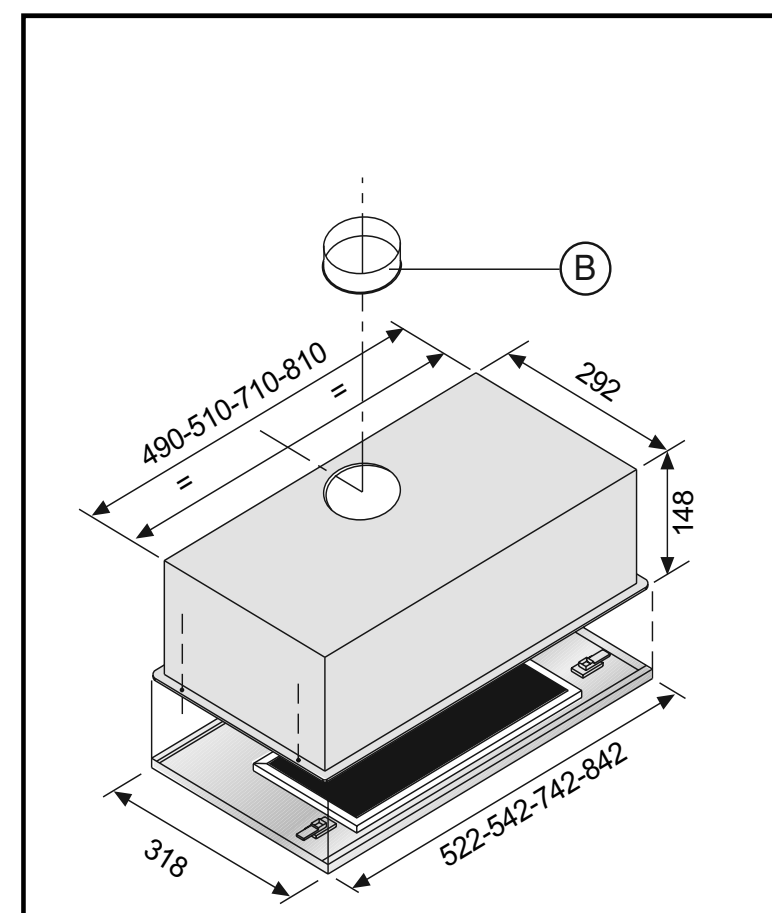
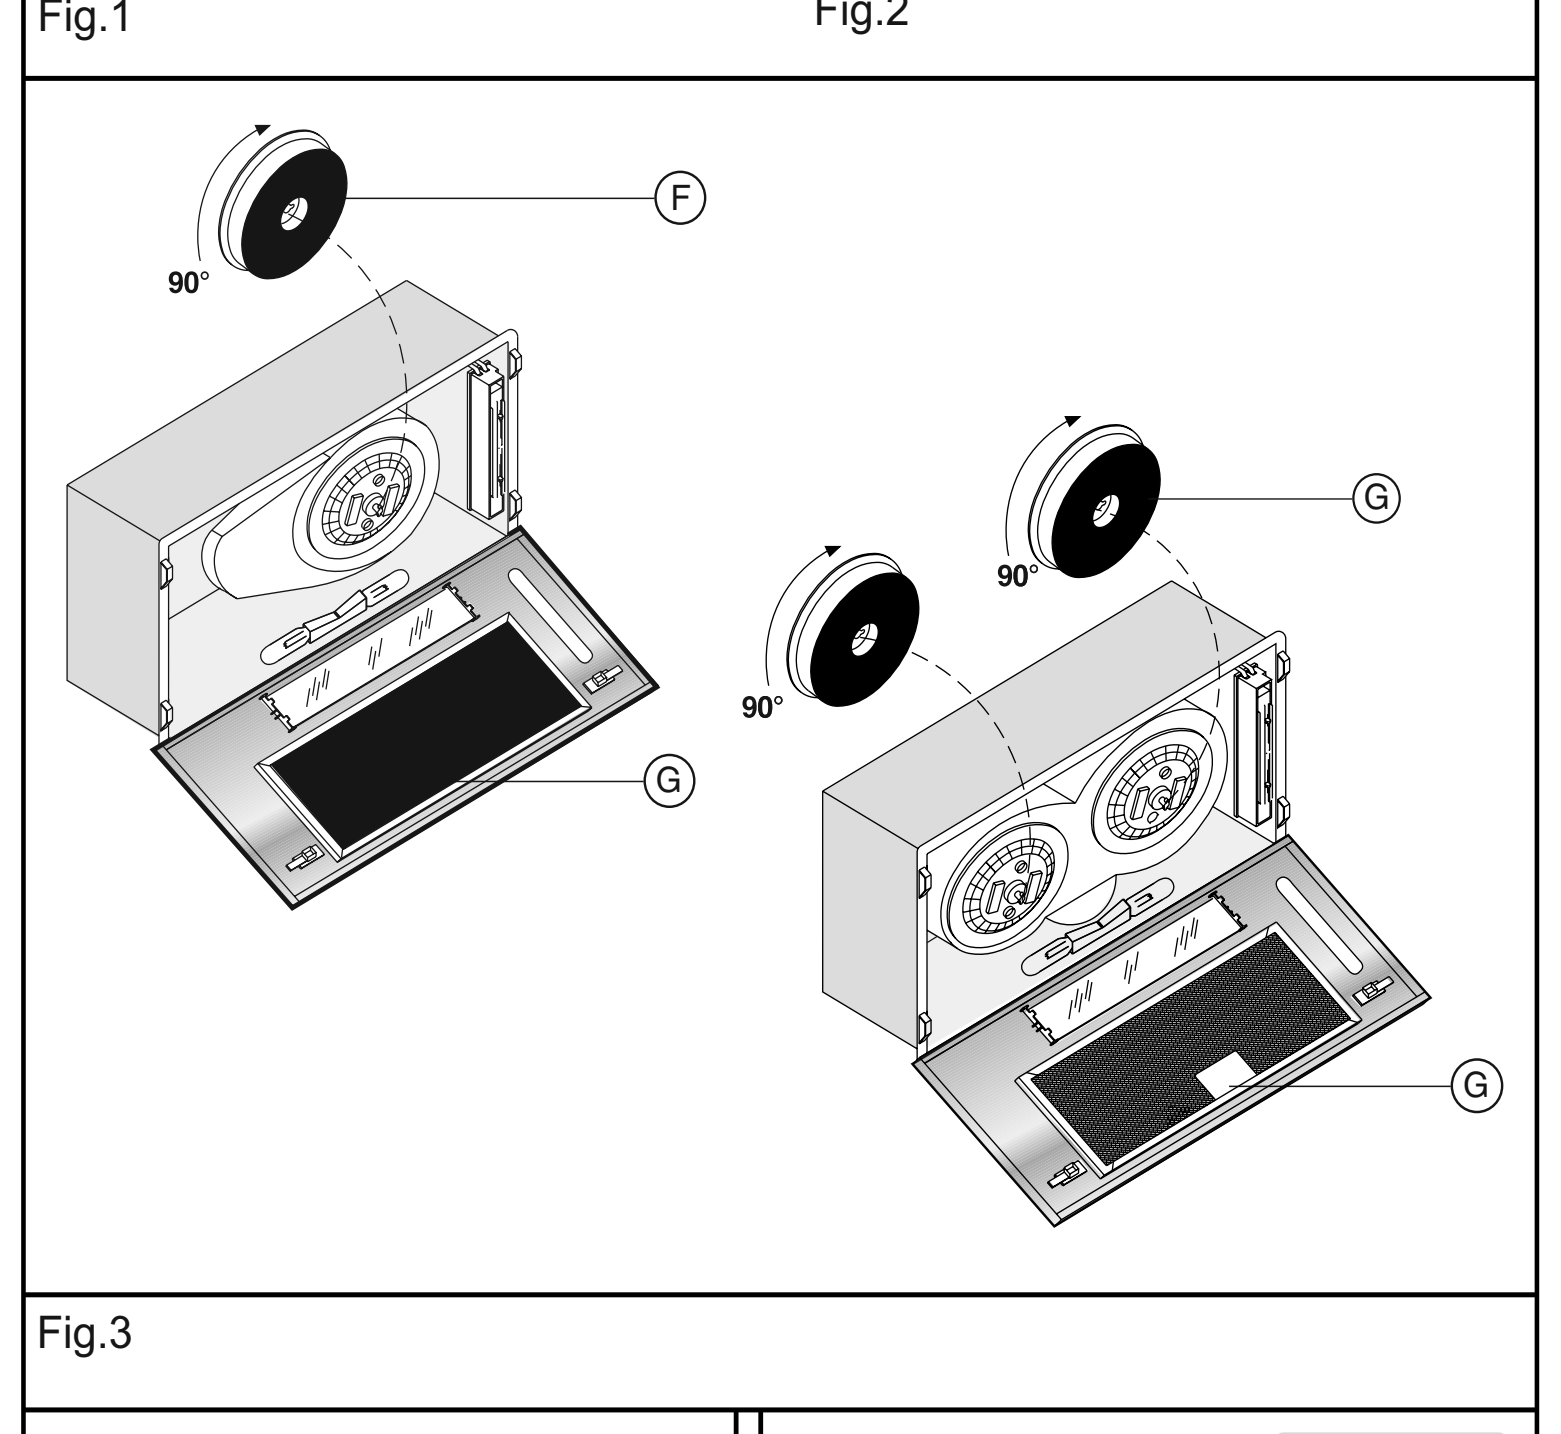

Fig.1
Fig.3
Questo apparecchio deve essere incassato nella parte inferiore di un pensile o in un altro supporto. Per il fissaggio utilizzare 4 viti idonee al tipo di mobile, eseguendo i fori corrispondenti alla fig. 1 e 2.
Per effettuare questa trasformazione (possibile anche dopo l' uso con sistema aspirante), richiedere al fornitore una serie di filtri al carbone attivo (F) fig. 3. I filtri al carbone attivo servono per depurare l' aria che verrà rimessa nell' ambiente. I filtri non sono lavabili o rigenerabili e devono essere sostituiti ogni 4 mesi al massimo. La saturazione del carbone attivo dipende dall' uso più o meno prolungato della cappa, dal tipo di cucina e dalla regolarità con cui viene effettuata la pulizia del filtro grassi. Il filtro deve essere applicato al gruppo aspirante posto all' interno della cappa centrandolo ad esso e ruotandolo di 90 gradi fino allo scatto d' arresto fig.3. Per questa operazione rimuovere la griglia (G) fig. 3. L' aria viene rimessa nell' ambiente tramite un tubo di connessione passante attraverso il pensile e collegato all' anello di raccordo fornito (B) fig. 1 e 2.
This appliance has to be built in the lower part of an hanging cupboard or in another support. For the fixing use 4 screws, which are appropriate to thakind of cupboard, drilling the holes corresponding to fig.1 and 2.
In order to make this change (possible also after the use of the exhausting system), demand a set of carbon filters (F) fig. 3 to your dealer. Active carbon filters are necessary to depurate the air, that will be released in the room. Filters are not washable; they cannot be regenerated and have to be replaced at most every 4 months. The saturation of the activated charcoal depends on the more or less prolonged use of the hood, on the type of cooking and on the regularity of cleaning of the grease filter. The filter has to be applied to the aspirating group, which is inside the hood hiting the centre of the group with it and turning it of 90 degrees until the stop click is heard to lock it fig. 3. Remove the grills (G) fig. 3 to carry out this operation. The air is released in the room through a connecting pipe, which goes through the hanging cupboard and which is connected to the connecting ring supplied (B) fig. 1 and 2.
Cette hotte doit être encastrée dans un élément haut ou un autre support. Pour la fixation de la hotte utiliser 4 vis appropriées au type de meuble, en percant les trous correspondants à la fig. 1 et 2.
Pour effectuer cette transformation (possible même après l'emploi de la hotte avec le système aspirant), commander à votre fournisseur une série de filtres au charbon actif (F) fig. 3. Les filtres au charbon actif servent pour épurer l'air, qui sera remis dans le milieu. Les filtres, ne pouvant pas être lavés ou rechargés, doivent être remplacés au maximum tous les 4 mois. La saturation du charbon actif dépend de l'emploi plus ou moins long de la hotte, selon le type de cuisinière et la régularité du nettoyage du filtre à graisses. Le filtre charbon doit être appliqué au groupe aspirant, qui est à l'intérieur de la hotte en le centrant et en le tournant de 90 degrés jusqu'au déclenchement d'arrêt fig. 3. Pour cette operation, soulever la grille (G) fig. 3. L'air est remis dans le milieu par un tube de connexion, passant à travers l'élément haut et relié à la bague de raccord fournie (B) fig. 1 et 2.